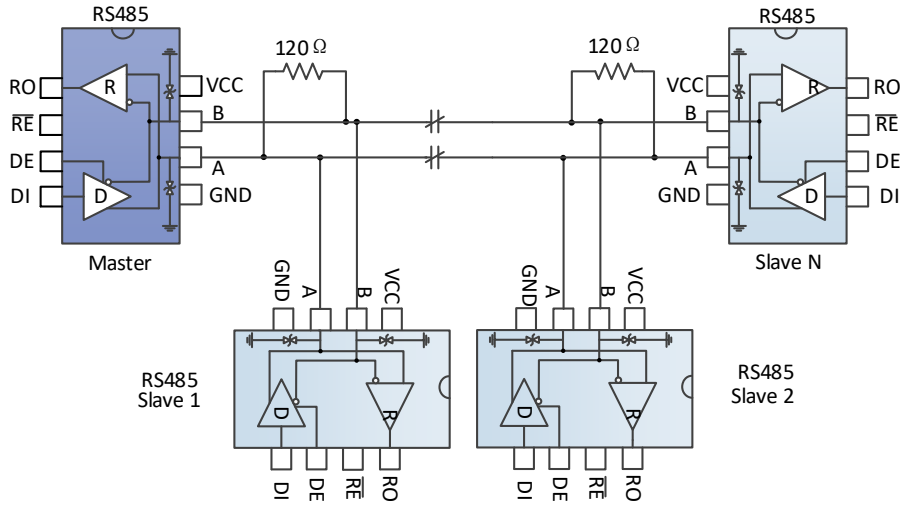

图 9 总线式RS485半双工通讯网络
总线式组网：SN75176ADR(ES) RS485收发器设计用于多点总线传输线上的双向数据通信。图9显示了典型网络应用电路。这些器件也能用作电缆长于4000英尺的线性转发器，为减小反射，应当在传输线两端以其特性阻抗进行终端匹配，主干线以外的分支连线长度应尽可能短。